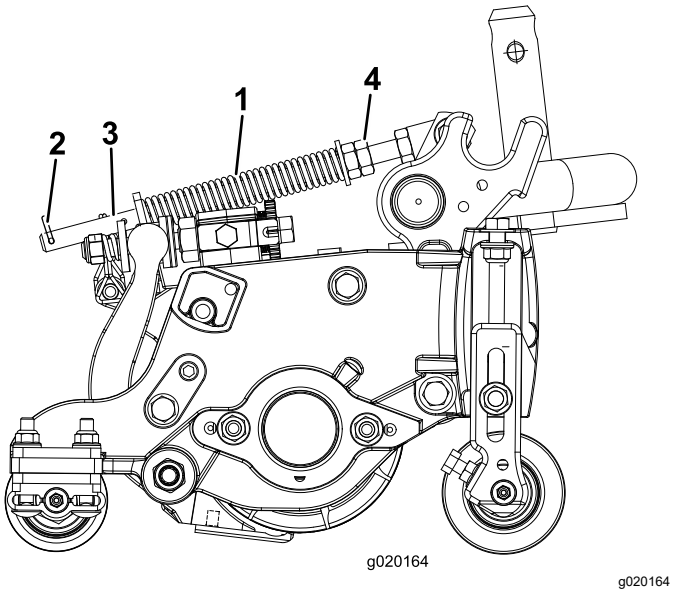

Figur 14
Græskompensationsfjederen (Figur 14) overfører også vægt fra forrullen til bagrullen. Dette medvirker til at reducere dannelsen af et bølgemønster i plænen, også kaldet ondulation.
1. Sørg for, at låseclipsen er monteret i det bageste hul i fjederstangen (Figur 14).
2. Stram sekskantmøtrikkerne på forenden af fjederstangen, indtil fjederens sammentrykkede længde (Figur 14) er 12,7 cm på 12,7 cm-klippeenheder og 15,8 cm på 17,8 cm-klippeenheder.